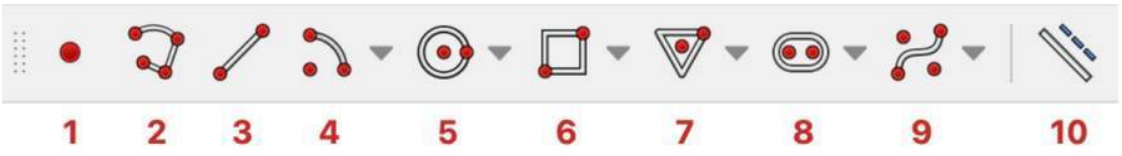

Рис. 4.3 — Панель «Геометрия»
1. Панель «Геометрия» (Geometries) — инструменты рисования (рис. 4.3).